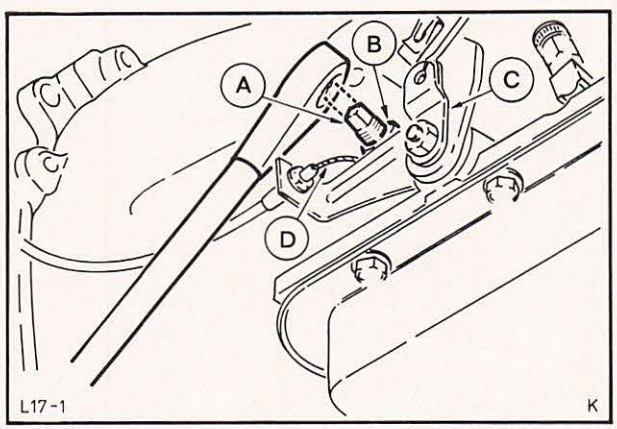

Abb. 37 Bremsband einstellen
3. Mit Werkzeug 17-005 Einstellschraube so weit hineindrehen, bis der Drehmomentschlüssel in sich überspringt. Abb. 37.